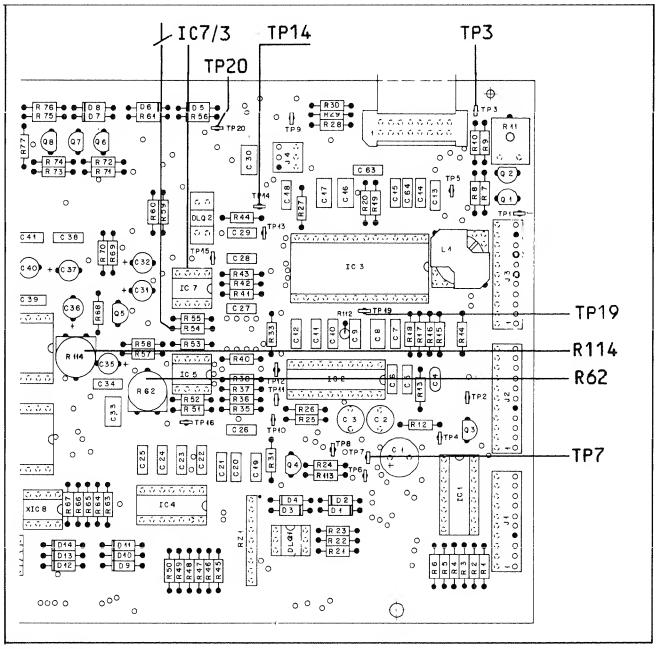
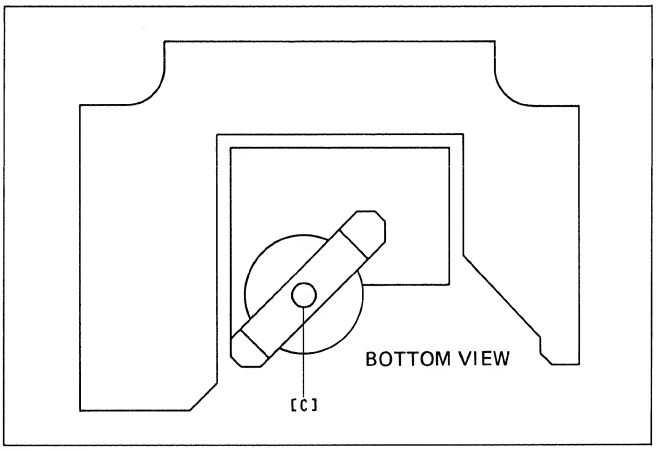
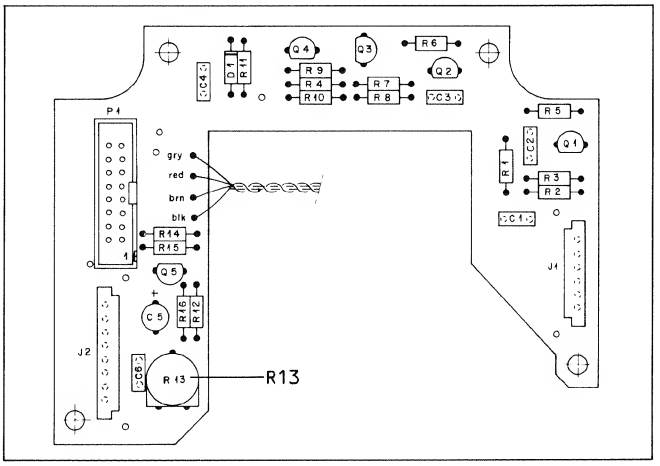

Fig. 4.8
Fig. 4.9
Fig. 4.10
-> fig. 4.8 / fig. 4.10
-> fig. 4.8 / fig. 4.9
-> fig. 4.8